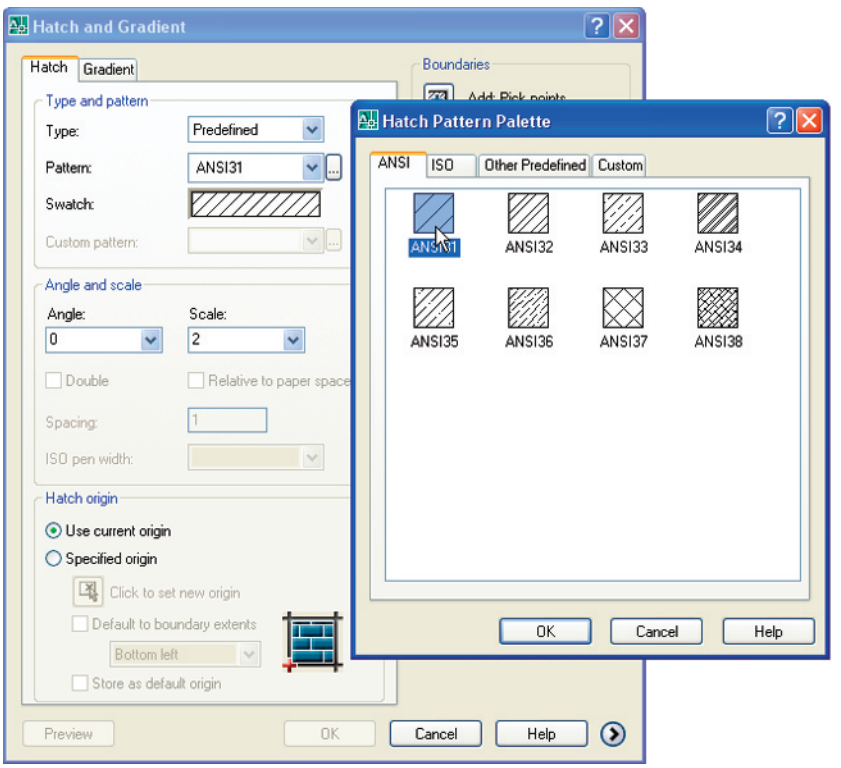

Fig. 7.12 The **Hatch and Gradient** dialog and the **ANSI Hatch Pattern Palette**
1. Call the **Hatch** tool – either *left-click* on its tool icon in the **2D Draw control panel** (Fig. 7.11), or *click* the tool in the **Draw** toolbar, or *enter* **h** at the command line. *Note* – do not *enter* **hatch** as this gives a different result. The **Hatch and Gradient** dialog (Fig. 7.12) appears.